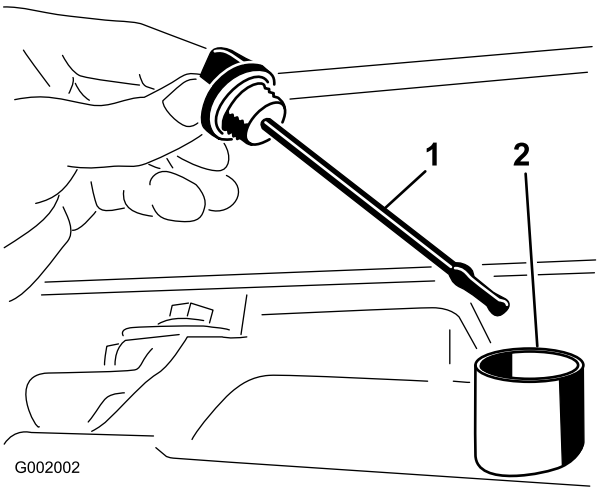

Figur 37
2. Fjern målepinden fra gearkassen, og aftør den med en ren klud (Figur 37).